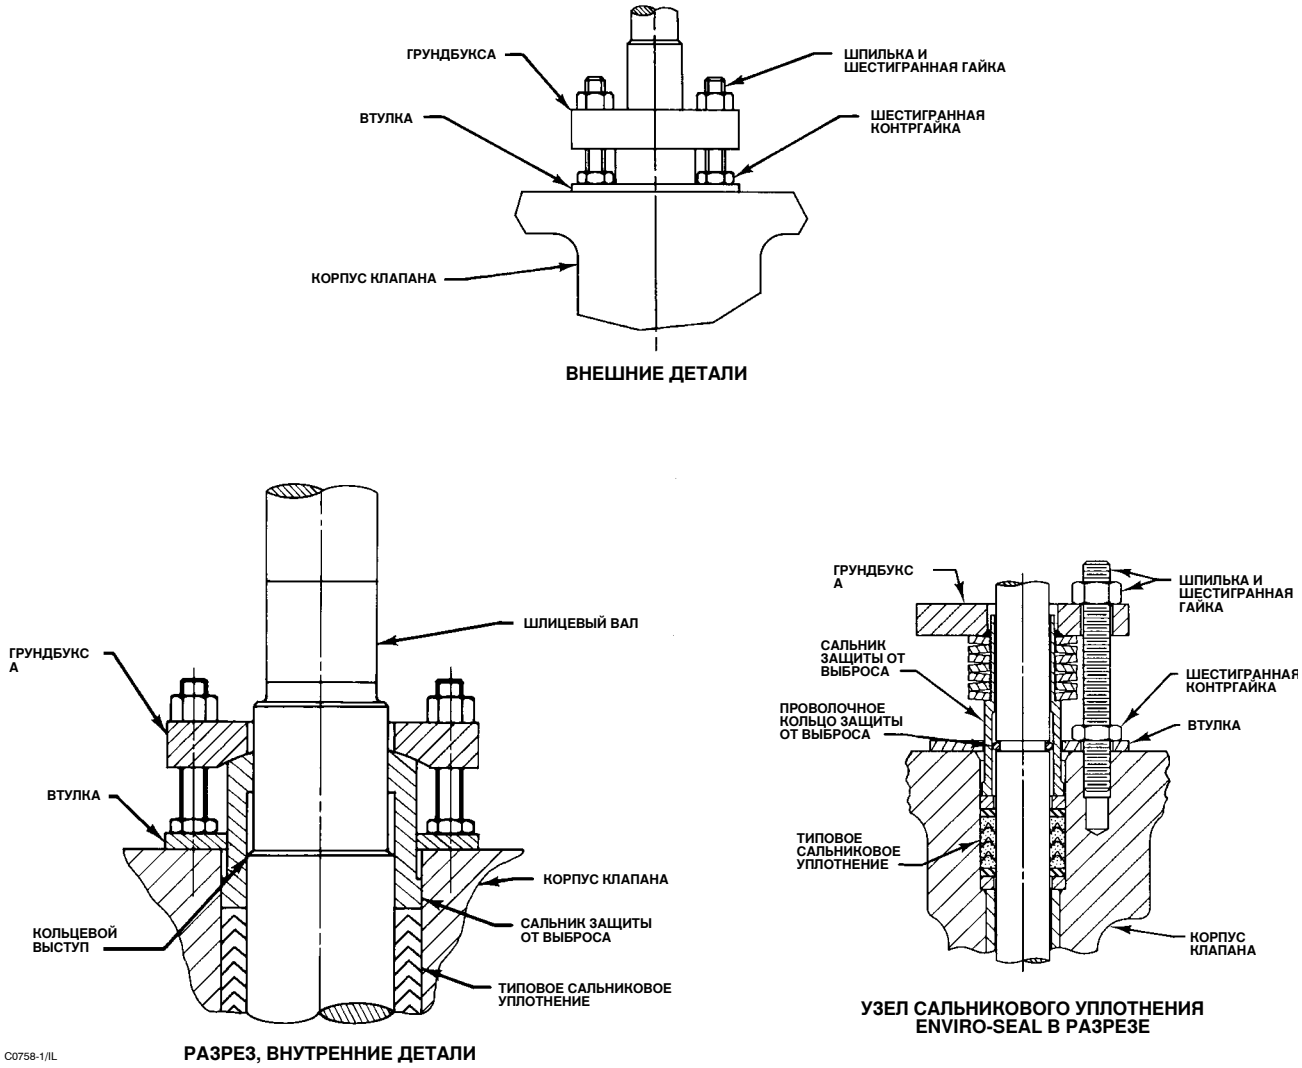

Рис. 7. Детали конструкции защиты от выброса
2. Снимите шестигранные контргайки (поз. 17) и втулку (поз. 10). Снимите грундбуксу (поз. 12). Детально элементы конструкции защиты от выброса показаны на рис. 7.
а. **Для сальникового уплотнения из ПТФЭ или графита:** Отвинтите шестигранные гайки (поз. 15) и выньте грундбуксу (поз. 12). Снимите шестигранные контргайки (поз. 17) и втулку (поз. 10). Снимите сальник защиты от выброса (поз. 12). Также см. рис. 7.